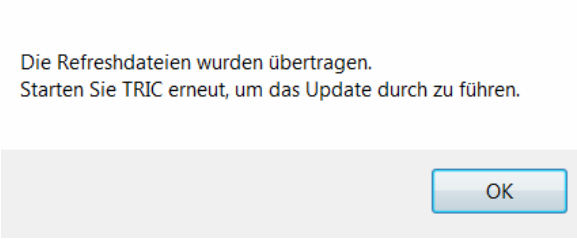

Bild 2.9 – TRIC schließen und erneut starten
- Nach erfolgreicher Übertragung erhalten Sie eine Meldung über den Erfolg dieser Aktion (Abb. 2.9).